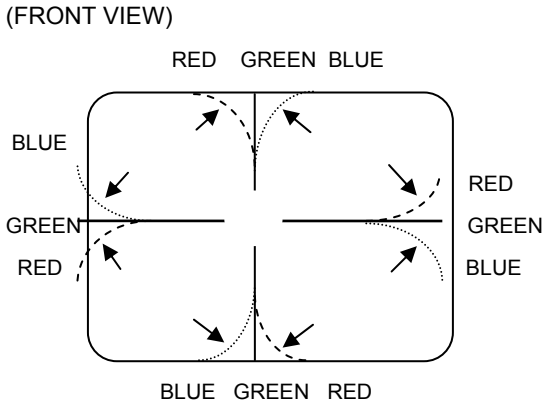

Fig.2
1. Move the deflection yoke up and down and overlap lines in the periphery. (Fig. 2)